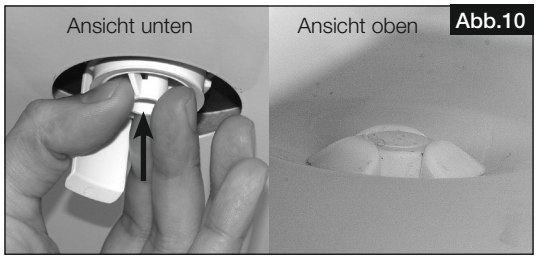

Abb.10
2. Befestigungsteil von unten in die Kondensatöffnung stecken, bis die Krallen an der Blechkante der Bodenplatte einrasten (Abb.10).